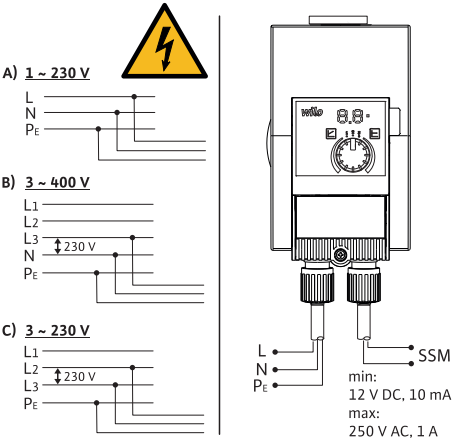

Fig. 3: Možnosti připojení
- Připojte k 230V nízkonapěťovým sítím. Při připojení k IT sítím (druh sítě Isolé Terre) bezpodmínečně zajistěte, aby napětí mezi fázemi (L1–L2, L2–L3, L3–L1 ➔ Fig. 3) nepřekročilo 230 V.